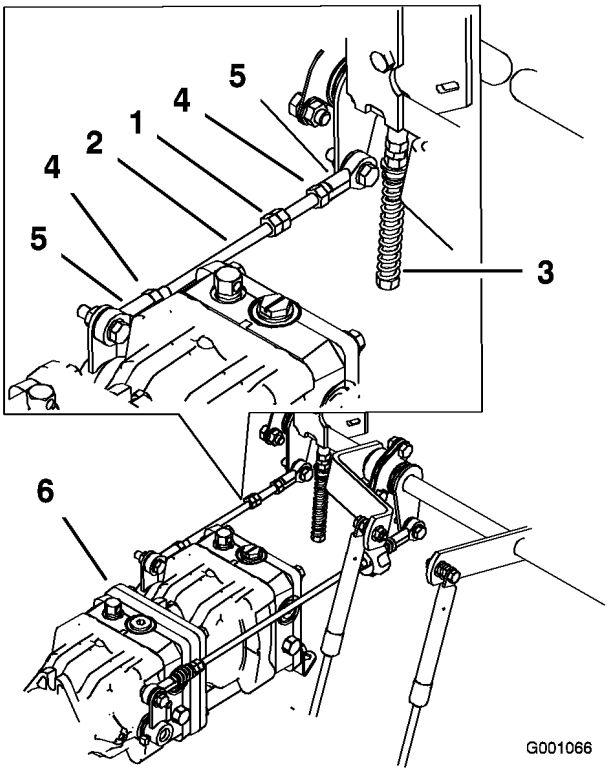

Figur 71
1. Løsne låsekontrollen ved kuleleddet på pumpens kontrollstang (Figur 71).
3. Juster lengden på pumpestangen ved å dreie dobbelmutrene på stangen i korrekt retning inntil hjulet ikke beveger seg eller kryper noe i revers (Figur 71).
6. Stram til låsemutrene ved kuleleddene (Figur 71).